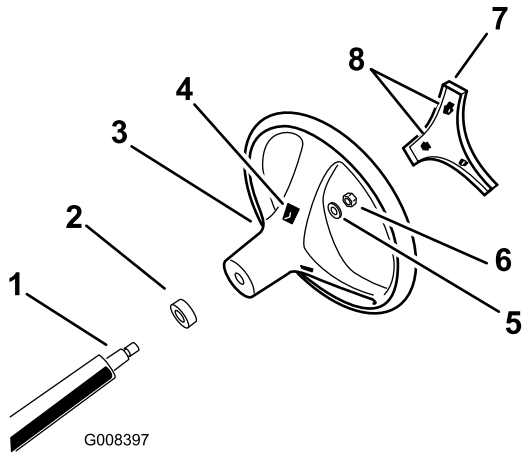

Figur 3
4. Fäst ratten vid axeln med låsmuttern (Figur 3).